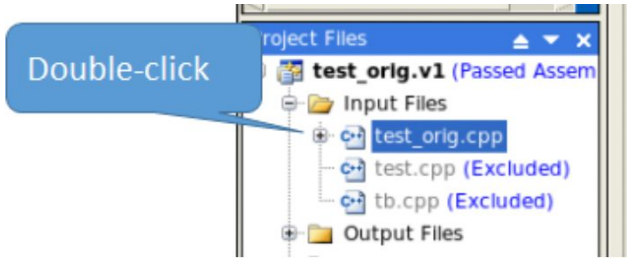

Figure 3. Catapult run script menu.
6. Double click on the "*test_orig.cpp*" file as shown in the Projects file pan on the left (**Figure 3**). This will open the source code in a new tab in the main catapult panel.